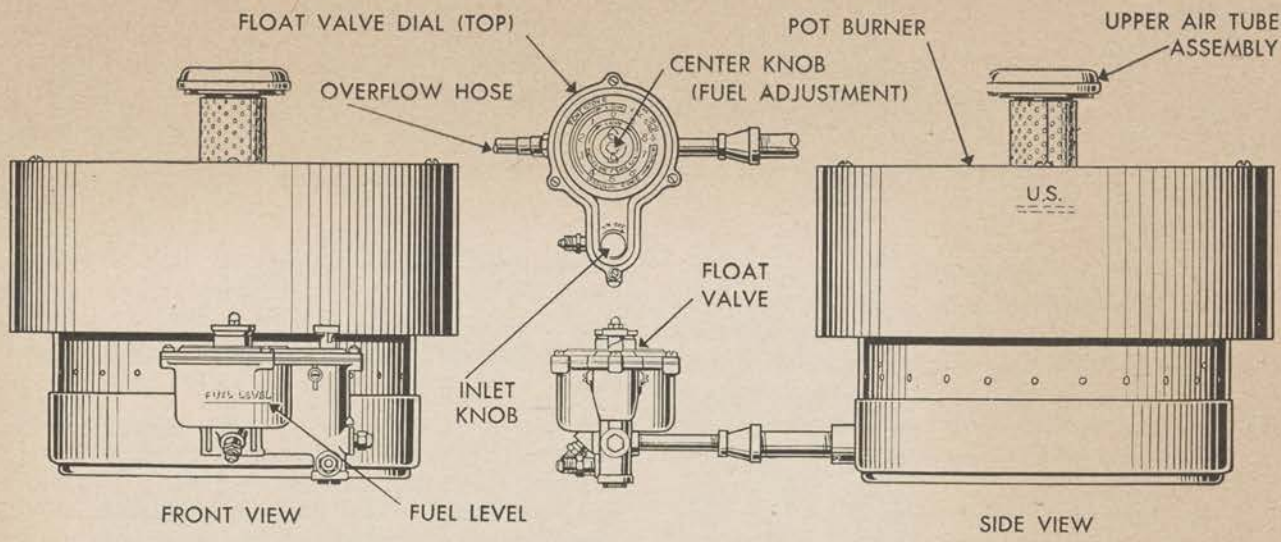

Figure 89. Detail of oil burner and float valve.
c. How to assemble. (1) Place the base of the stove on the ground or the floor of the tent and lay the separation ring on top of it. It the stove is already assembled for the use of coal, remove the stovepipe, the top, and the grate.
(2) Connect float valve to burner with pipe nipples; make connections tight enough to prevent fuel leaks and to hold float valve in level position. Float valve will be irreparably damaged if it is used as a pipe wrench in making joints tight.
(3) Insert the valve and the burner pot in the ring and extend the control out through the ash-pit door opening. Rotate the burner until its catches are engaged under the edge of the separation ring.
(4) Install the cast-iron air tube in the center of the burner.
(5) Attach the top section of the stove and the stovepipe.
(6) Connect the hose from the fuel tank adapter to the "inlet" fitting at the end of the control.
(7) Connect another hose to the overflow under the center of the float valve. This hose is to carry off any possible overflow and consequently must drain downward and discharge in a safe outside location.
(8) Remove the screw cap from a standard 5-gallon can of fuel and insert the adapter. With the cam loosened, screw the outer ring down firmly. At the same time hold the cam lever so that the vent tube is centrally located, pointing diagonally toward the opposite lower end of the can. Tighten the cam lever.
(9) Make certain that the inlet knob at the end of the control is in the OFF position. Then invert the fuel can and mount it on a suitable elevated support.
(10) Make sure that all fuel line joints are leakproof.
d. How to light the burner using gasoline. (see fig. 89). (1) Open the cover on the tent stove.
(2) Turn the center knob to 9 on the dial. When gasoline appears in the burner, turn the knob back to 1.
(3) Drop a lighted match into the burner immediately.